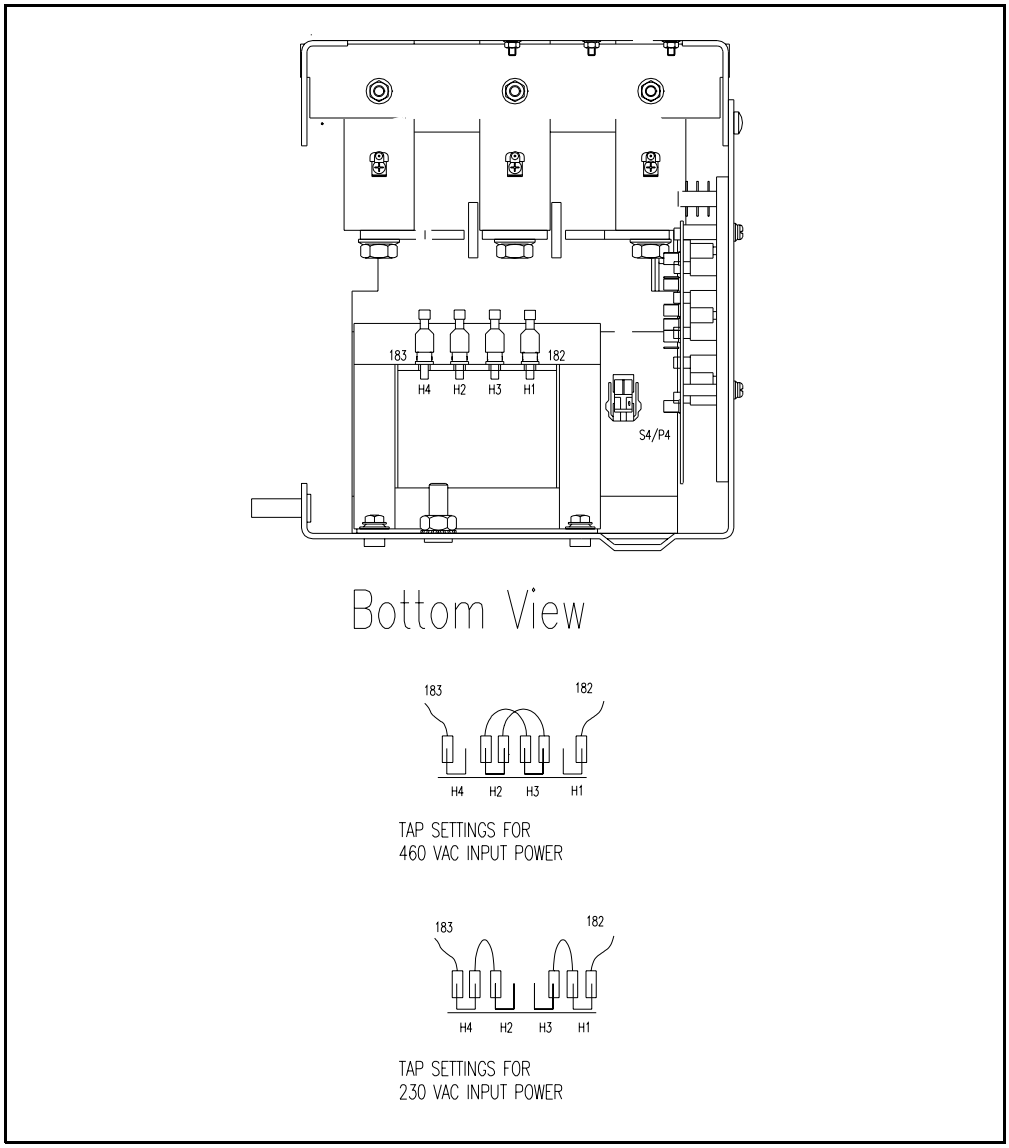

Figure 3.2 – Control Transformer Settings (230/460 VAC)
Step 2. Disconnect the jumpers between H2 and H3 on the control transformer. See figure 3.2 for the location of the control transformer and the terminal positions.
Step 3. Use the jumpers that were removed to connect H1 to H3 and H4 to H2, as shown in figure 3.2.